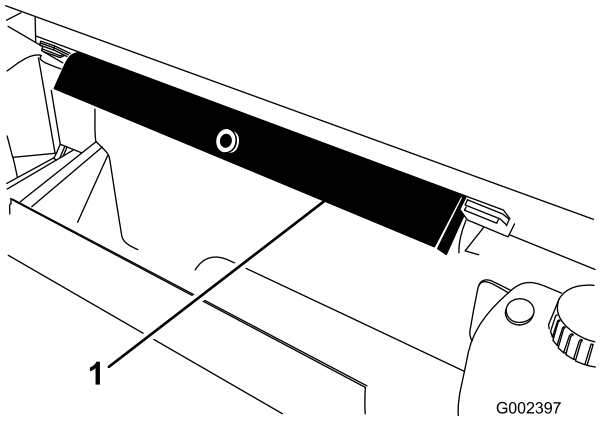

Figuur 37
2. Verwijder de laadbakbeveiliging van de opberghaken op de achterkant van het paneel van de omkiepbeveiliging (Figuur 37).